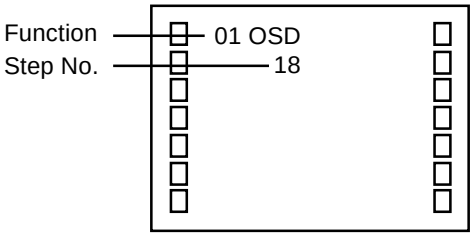

Fig. 1-1
2. Press the VOL. DOWN button on the set and the Channel button **(9)** on the remote control for more than 2 seconds to appear the adjustment mode on the screen as shown in **Fig. 1-1**.
5. Activate the adjustment mode display of **Fig. 1-1** and press the channel button **(03)** on the remote control to select "CUT OFF".
4. Activate the adjustment mode display of **Fig. 1-1** and press the channel button **(16)** on the remote control to select "G DRIVE".
3. Activate the adjustment mode display of **Fig. 1-1** and press the channel button **(04)** on the remote control to select "HPOSI".
3. Activate the adjustment mode display of **Fig. 1-1** and press the channel button **(69)** on the remote control to select "E/WDC".
3. Activate the adjustment mode display of **Fig. 1-1** and press the channel button **(08)** on the remote control to select "VPOSI".
3. Activate the adjustment mode display of **Fig. 1-1** and press the channel button **(07)** on the remote control to select "VSIZE".
3. Activate the adjustment mode display of **Fig. 1-1** and press the channel button **(09)** on the remote control to select "VLIN".